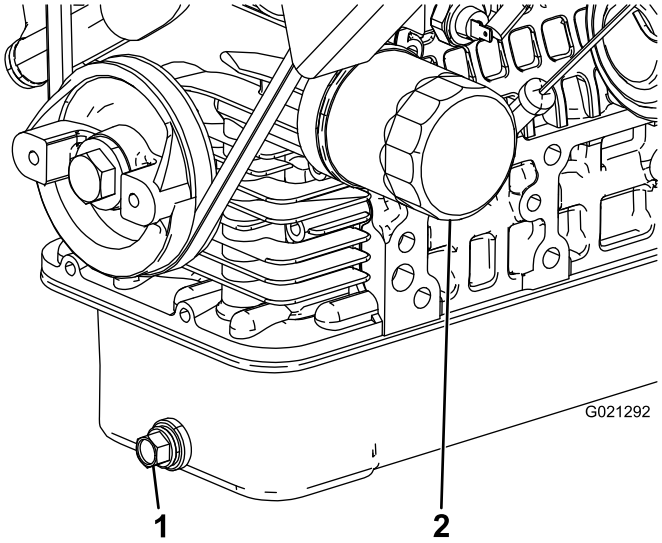

Figur 42
2. Fjern tappepluggen, og la oljen renne ned i et tappefat (Figur 42). Når oljen slutter å renne, setter du tappepluggen på igjen.
3. Ta av oljefilteret (Figur 42).